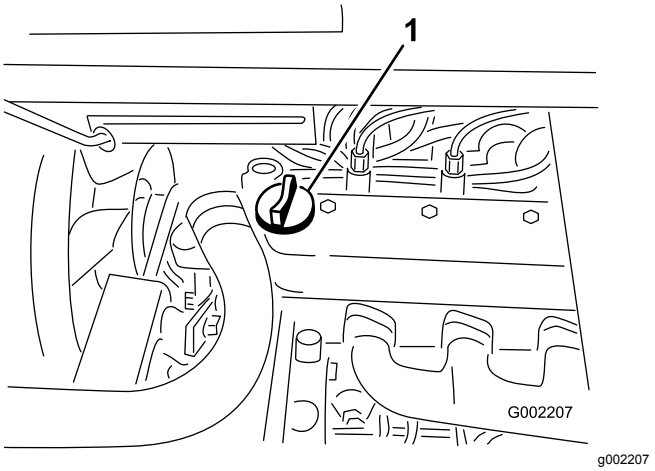

Figura 19
4. Si el nivel de aceite es bajo, retire el tapón de llenado de la cubierta de la válvula (Figura 19) y añada aceite por el orificio hasta que el nivel llegue a la marca Lleno de la varilla; el tipo y la viscosidad correctos figuran en la sección Mantenimiento del aceite de motor (página 41).